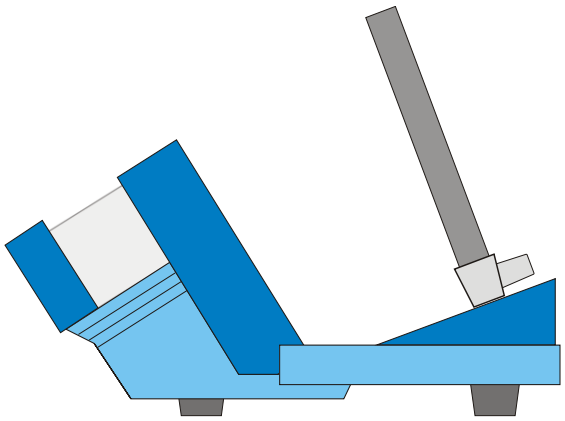

Fig. 3a Aufbau der Spule für axiales Feld
- Spulenfuß von vorne in die Nut einsetzen. Dabei darauf achten, dass die Anschlüsse nach vorne weisen (siehe Fig. 3a).